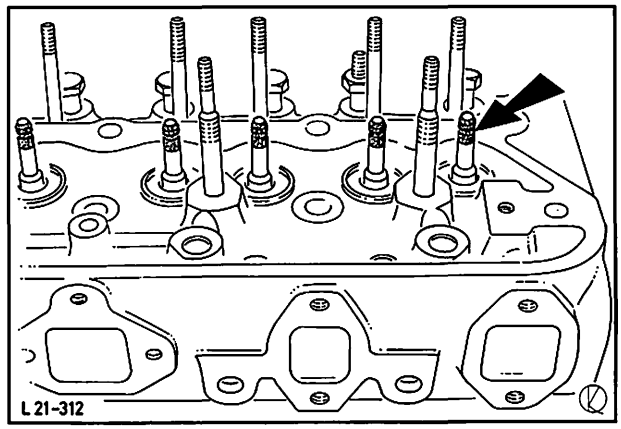
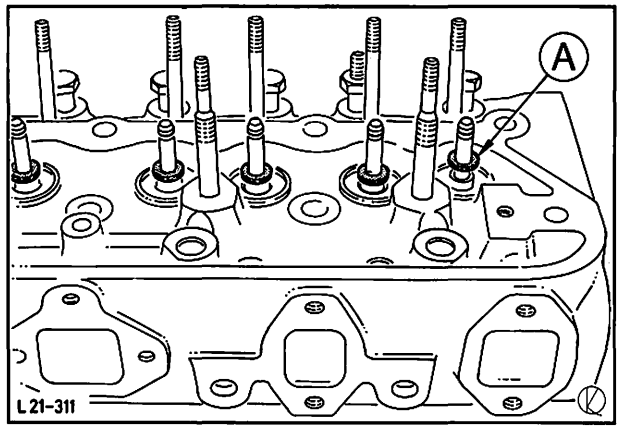

Abb. 134 Ventilkeilnuten mit Klebefolie abdecken
Abb. 135 Ölabschirmring (A) aufschieben
5. Ventile mit Öl benetzen und einsetzen. Ventilkeilnuten mit Klebefolie abdecken, Abb. 134. Ölabschirmring bis zum Anschlag aufschieben, Abb. 135, und Klebefolie wieder entfernen. Ventilfedern und Ventilteller aufsetzen, mit Spanner zusammendrücken und Ventilkeile einsetzen, dabei auf richtigen Sitz der Ventilkeile achten.